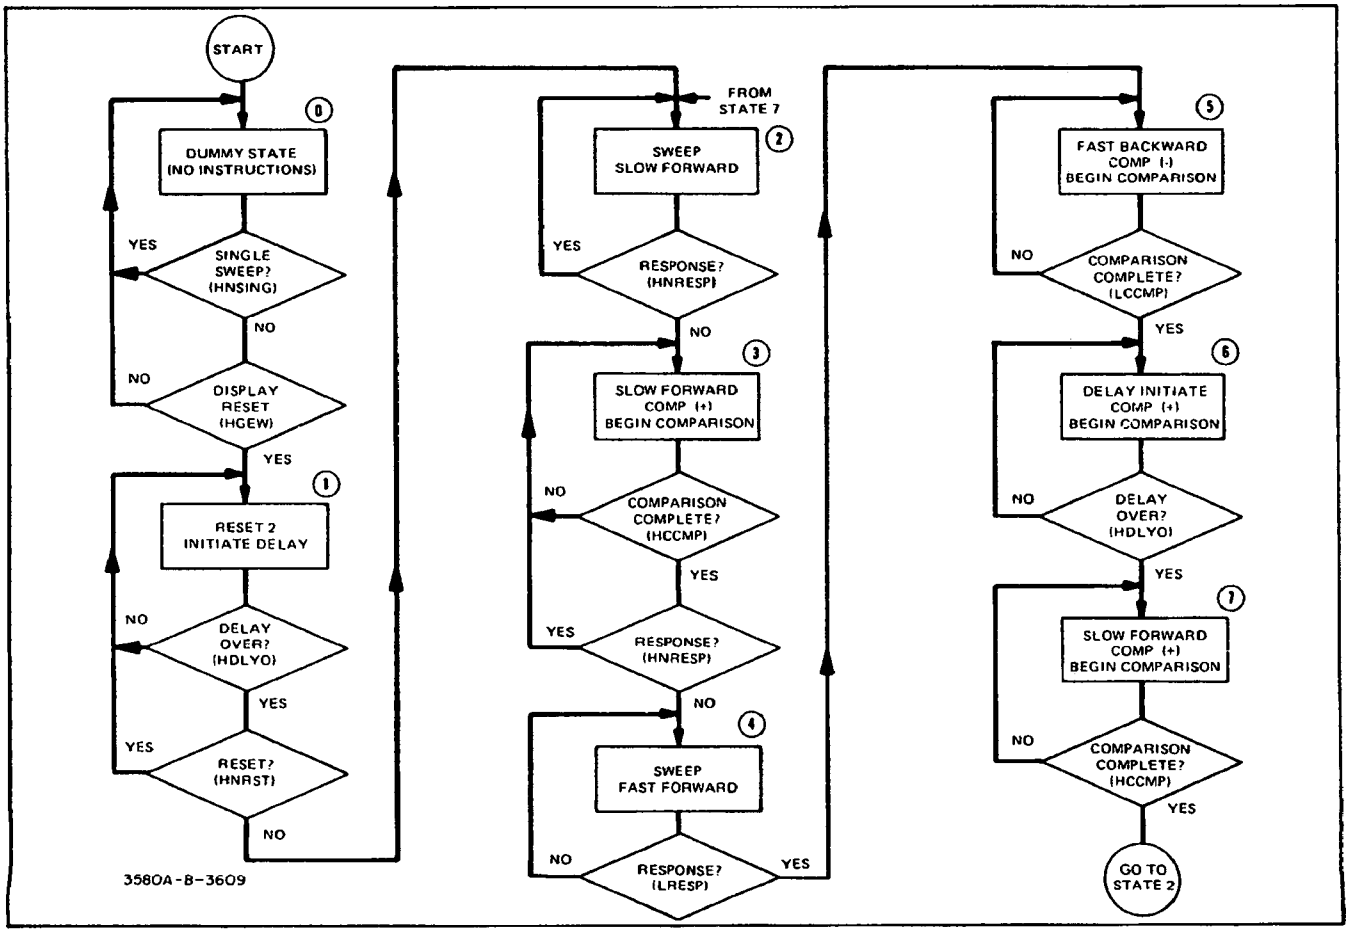

**Figure 4-13. ASM Chart (Adaptive Sweep).**
**4-87. Control Sequence.** Figure 4-13 is an ASM Chart showing the control sequence for the 8-state Adaptive